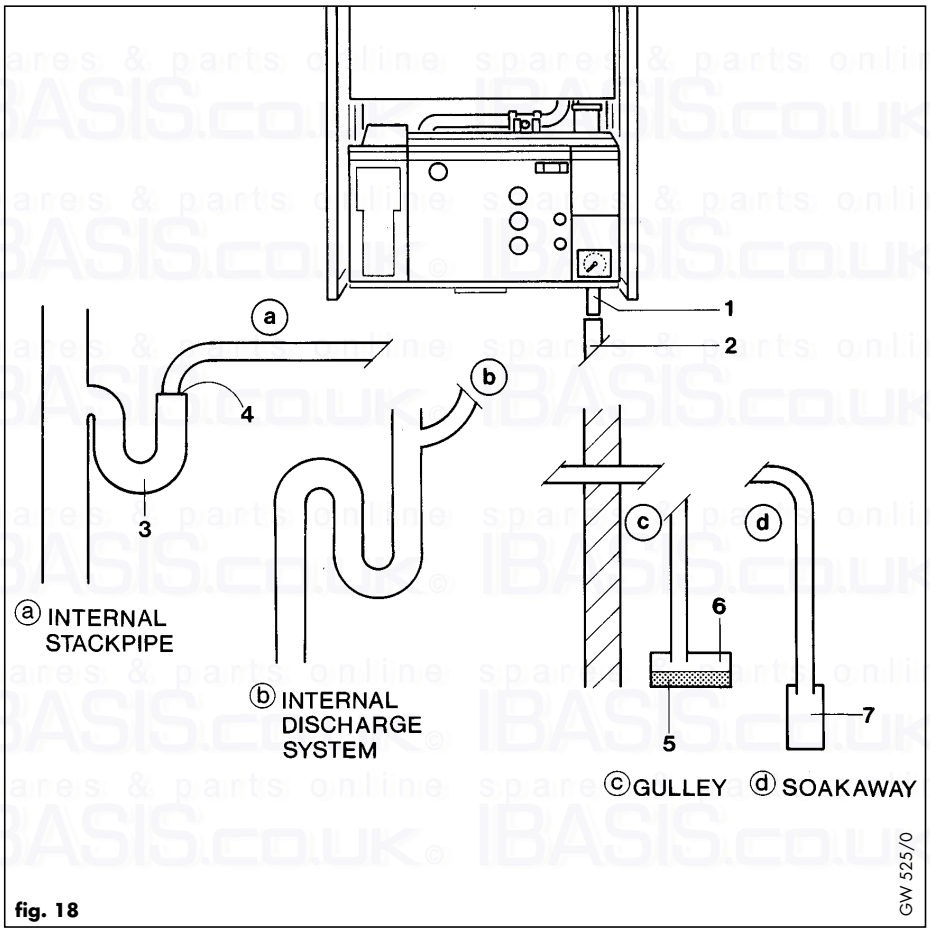

fig. 18
4.6.4 Condensate discharge (fig. 18)